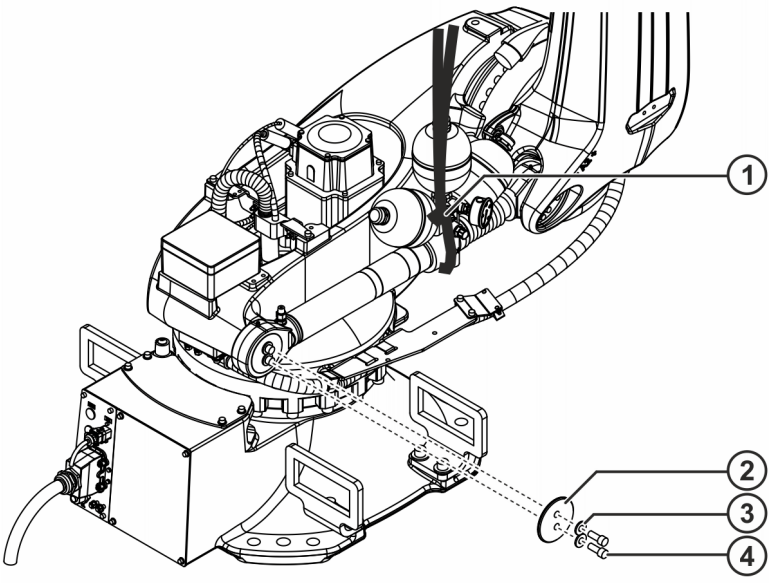

Fig. 8-26: Counterbalancing system, rotating column
12. Remove 2 M12x30 Allen screws and lock washers, and take the cover off the rotating column (>>> *Fig. 8-26*).